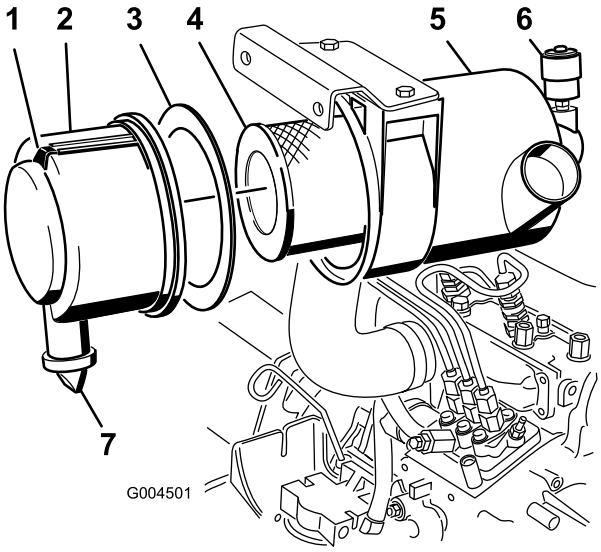

**Figur 39**
2. Efterse luftfilteret, når advarselslampen for luftfilter (Figur 39) lyser rødt eller for hver 450. driftstime (hyppigere under ekstremt støvede eller snavsede forhold). Udfør ikke for mange serviceeftersyn på luftfilteret.
1. Træk låsen udad, og drej luftfilterdækslet mod uret (Figur 39).
2. Fjern dækslet fra luftfilterhuset (Figur 39).
4. Afmonter og udskift primærfilteret (Figur 39).
6. Kontroller, at skumpakningen sidder på plads i dækslet, samt at den ikke er revet eller beskadiget (Figur 39).
A. Afmonter gummiudløbsventilen i dækslet (Figur 39).
10. Nulstil advarselslampen (Figur 39), hvis den lyser rødt.